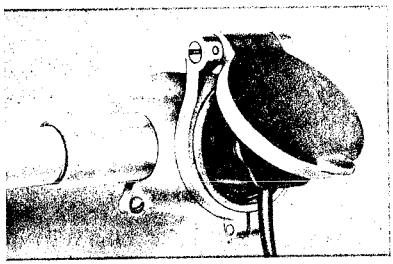

Fig. 17 — Typical Installation of KS-16151 Jack Installed on 1/2-inch Conduit
6.05 Assemble and install the KS-16151, List 1 jack when used with 1/2-inch conduit (Fig. 17) as follows: